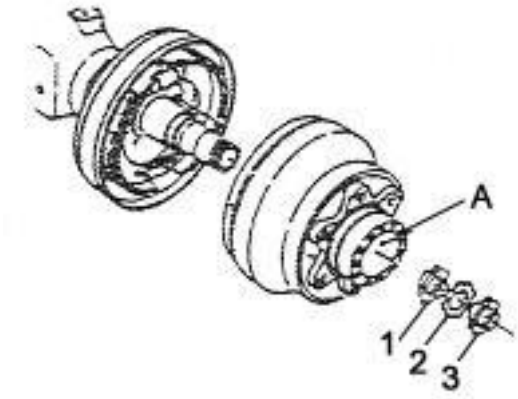
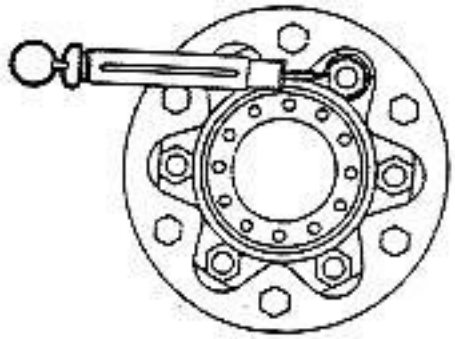

Figure 2-1 Add grease
Figure 2-2 Measure the start torque
(1) Add 100ml grease into the wheel hub, and then install it on the shaft. (Figure 2-1)
(2) Tighten the adjusting nut with a torque of about 9.8N·m and then turn it 1/2 turn.
(3) Hang the spring gauge on the bolt to measure the starting torque of the hub. When it reaches the specified value, slowly lock the nut. Start torque: 49N·m-147N·m. (Figure 2-2)